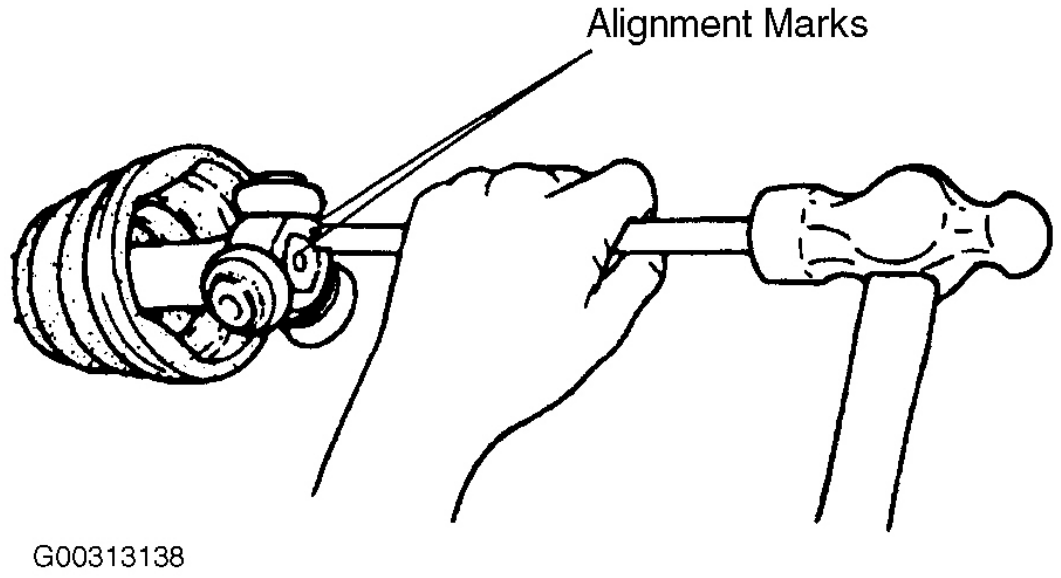

Fig. 24: Alineación y Instalación del conjunto del trípode
11. Uso de la herramienta de unidad correspondiente y el martillo, instalar el conjunto de trípode en el eje del eje. Ver **La Fig. 24** .